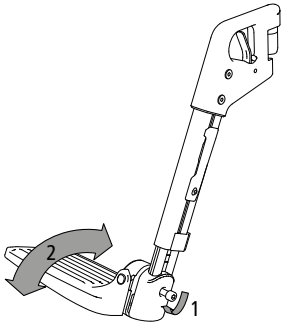

afb. 33
2. Draai de inbusbout los en trek de voetsteun iets naar binnen, totdat de vergrendeling loskomt (1, afb. 33).
3. Stel nu de gewenste hoek in (2, afb. 33) en draai de inbusbout weer vast.